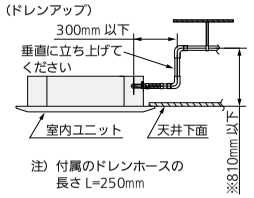

図13
- ドレン配管高さは天井下面より810㎜を限度として上げることができます。特性上ドレンアップ高が高いほど排水音が低くなります。このためドレンアップ配管高さは300㎜以上を推奨します。（※絶対に810㎜より高くしないでください）（図13）
- 付属のドレンホースは90°曲げで使用しないでください。（最大45°）（図13）